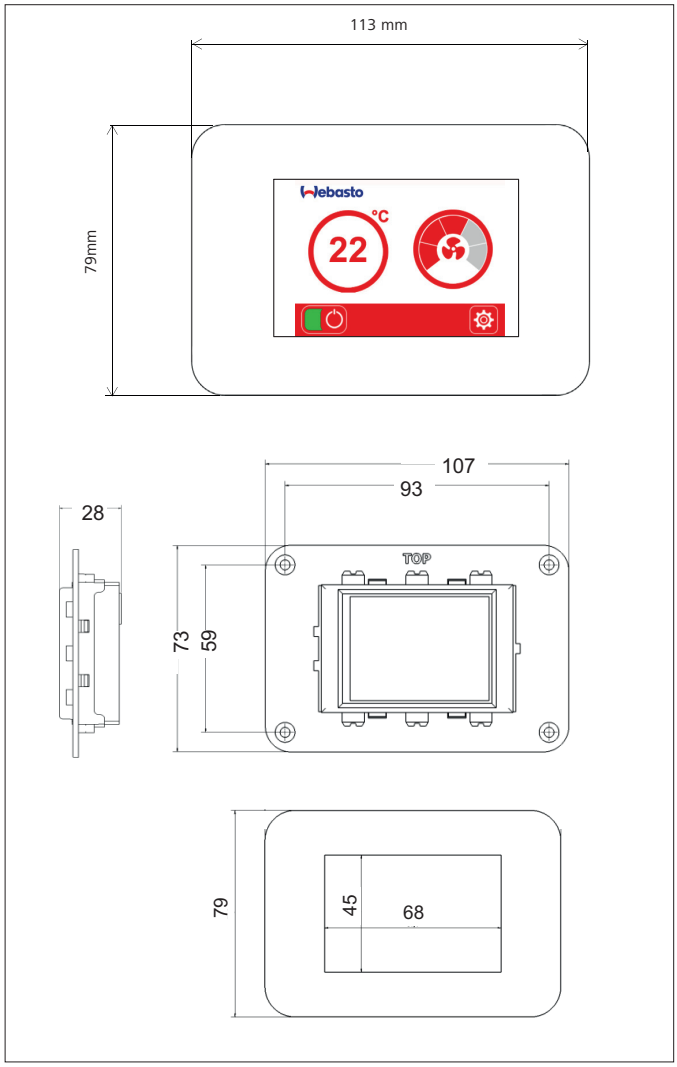

Afb.13 Montage BlueCool MyTouch
▶ Maak een uitsparing voor het bedieningselement op de gewenste montagepositie. Zie voor maten uitsparing Afb.13.